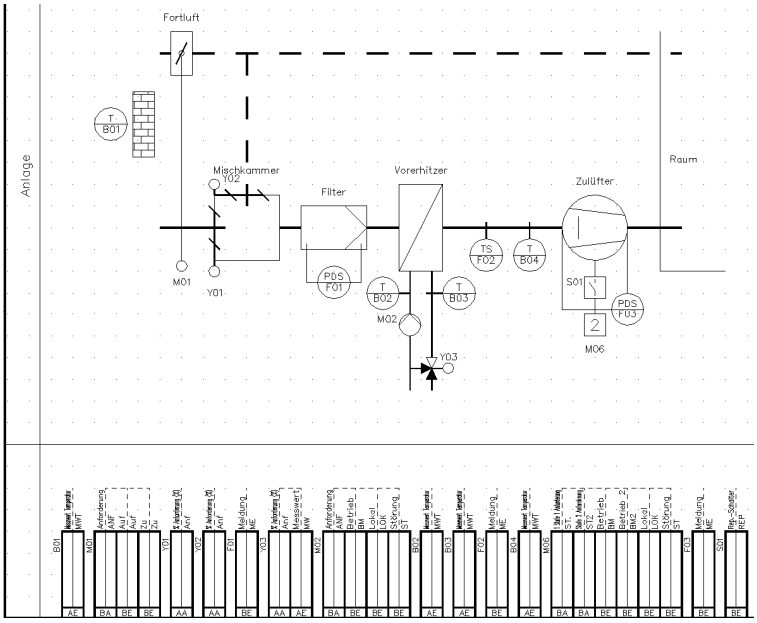

Bild 34.4 – Die I/O-Leiste für alle Geräte im Automationsschema
- Nachdem Sie bestätigt haben, wird die Leiste eingefügt (Abb. 34.4).